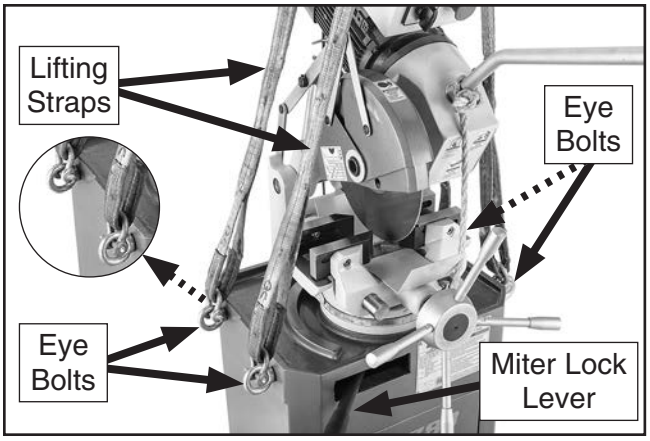

Figure 8. Lifting and placing saw.
2. Thread (4) eye bolts (see **Figure 8**) into exterior of saw cabinet.
3. Secure saw headstock in downward position with a length of strapping or rope, and ensure miter lock lever is in locked position (see **Figure 8**).
5. With helper on ground to help guide machine, use forklift to lift machine off pallet as shown in **Figure 8**, and place machine in intended location.